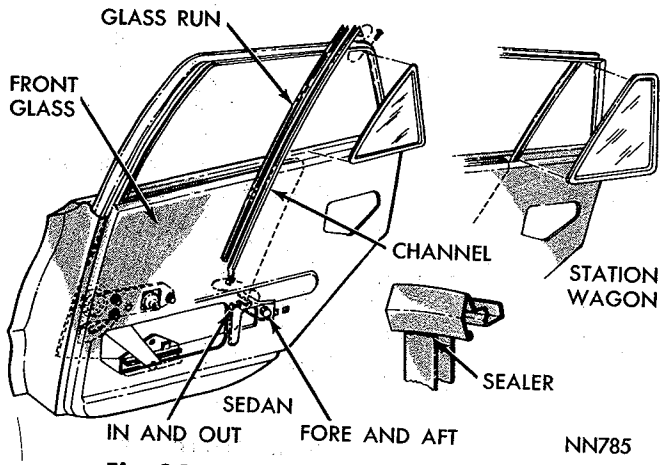

*Fig. 96—Rear Door Stationary Glass*
(1) Remove division channel attaching screws at upper and lower ends (Fig. 96) and remove channel.
(2) Move the glass and weatherstrip assembly forward and out of window opening.
(3) Inspect the weatherstrip.
The division channel run (Fig. 96) is a press fit into the channel. When replacing the run, apply a 1½ inch length of sealer to joint area of division channel (Fig. 96).